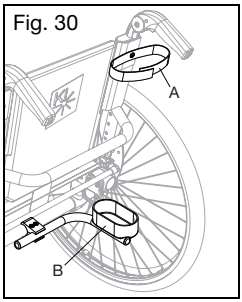

Fig. 30
1. Coloque el extremo estrecho del bastón o muleta en la parte inferior del receptáculo (Fig. 30:B).
2. Utilice el sujetador de velcro (Fig. 30:A) para fijar el bastón o muleta a la parte superior de la vara del espaldar. Confirme que el bastón o las muletas permanezcan firmes en su sitio tanto vertical como horizontalmente cuando la silla de ruedas esté en movimiento.